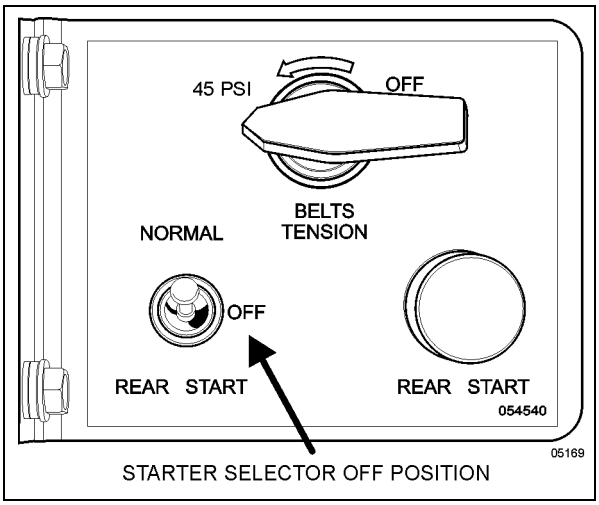

**FIGURE 20: REAR START PANEL**
3. Set starter selector switch to the OFF position (Figure 20).